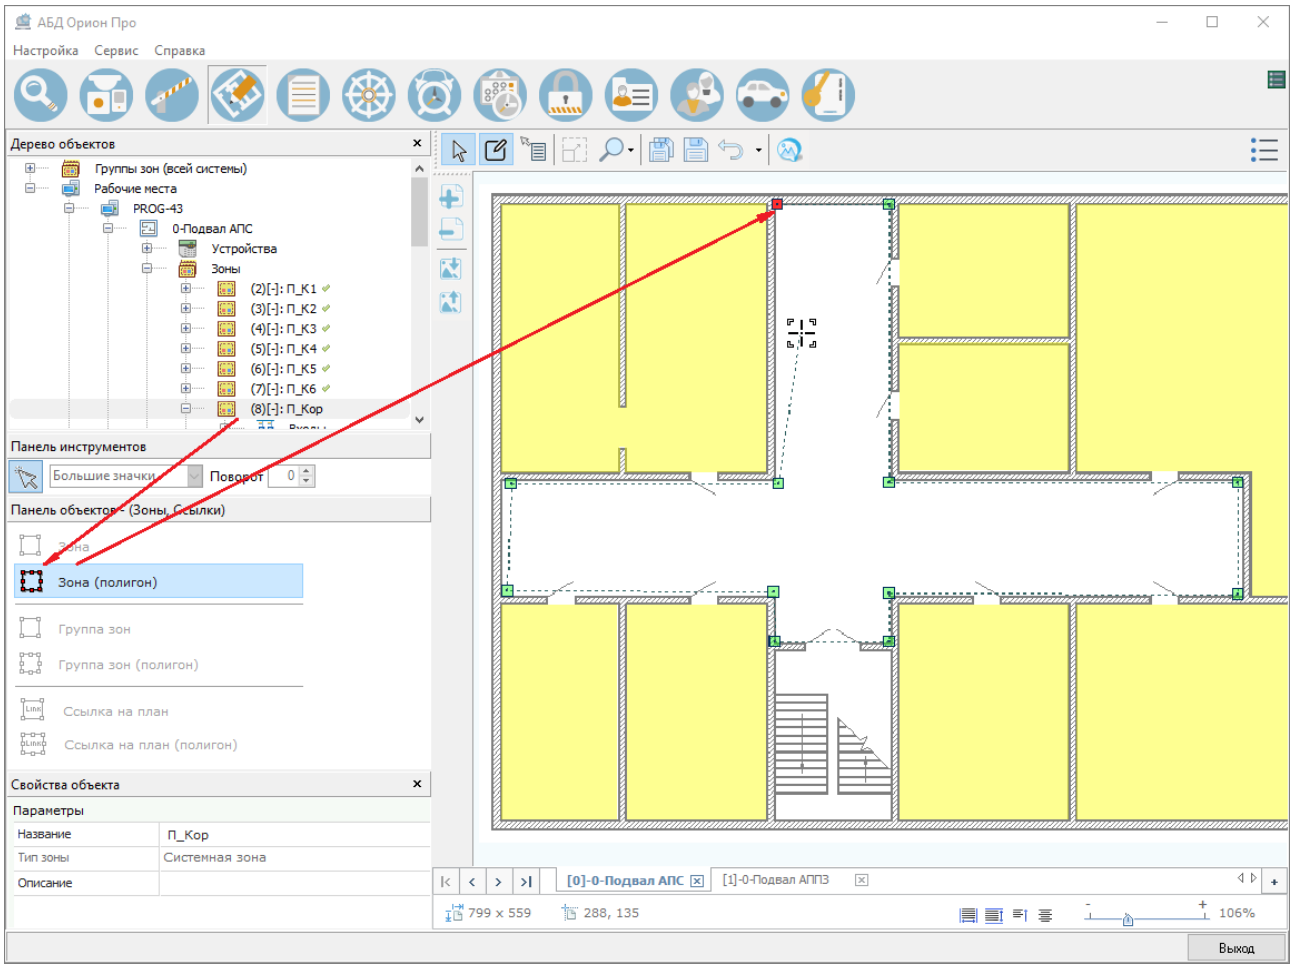

Рисунок 6-578 Визуализация объекта "Зона" при помощи полигона
– если в панели визуализации объектов «Зоны, Ссылки» выбран вариант вида , то кликните левой клавишей мыши в том месте области рисования, где должна находиться одна из опорных точек точек размещаемого на плане полигона. Далее поочередно кликайте левой клавишей мыши в тех местах области рисования, где должны располагаться другие опорные точки полигона (см. Рисунок 6-578).